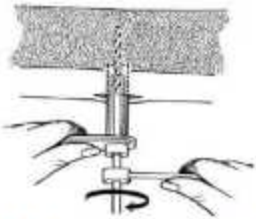

Figura 8: Cambio de posición para perforar la segunda corteza.
7. Siempre se debe usar un tope mecánico ajustable en la broca, ya que esto evita una penetración excesiva en los tejidos blandos. Debe moverse a una posición de 10 mm desde la parte superior de la guía de perforación antes de perforar la segunda corteza del hueso (Figura 8).